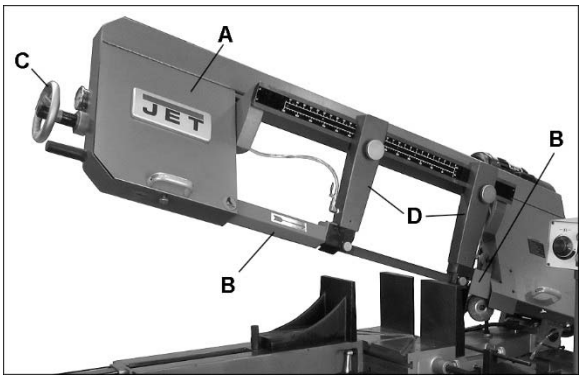
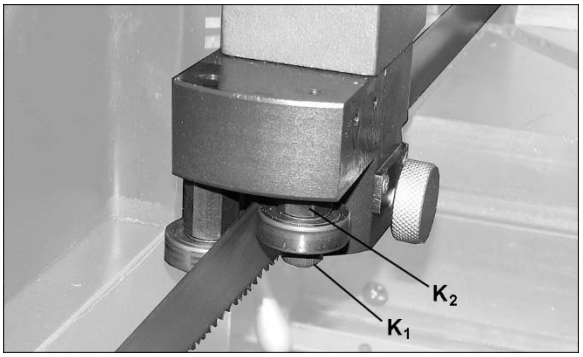

Figure 7-1: blade changing
Figure 7-2: blade guide bearing adjustment
Refer to Figure 7-1.
3. Open both wheel covers (A, Figure 7-1) and clean out any swarf from wheel areas.
4. Remove red blade guards (B).
5. Back off the blade guides by loosening knob (H, Figure 7-2). Back off the wire chip brush.
6. Release blade tension by turning blade tension handwheel (C) counter-clockwise.
9. Position new blade around wheels and through upper slot. Slide it into blade guide bearings with back edge of blade contacting backup bearing. (see Figure 7-2). For further guide bearing adjustment, see *sect. 7.3*
10. Lightly increase tension (C) and position blade so it rests against shoulder of both wheels.
12. Reinstall blade guards (B).
The blade guide posts (D, Figure 7-1) must be set to just clear the workpiece, but should not interfere with workpiece or other saw components during bow's descent.
Refer to Figures 7-2 and 7-3.
2. To adjust eccentric bearings, loosen hex socket cap screw (K_1, Figure 7-2) about one full turn.